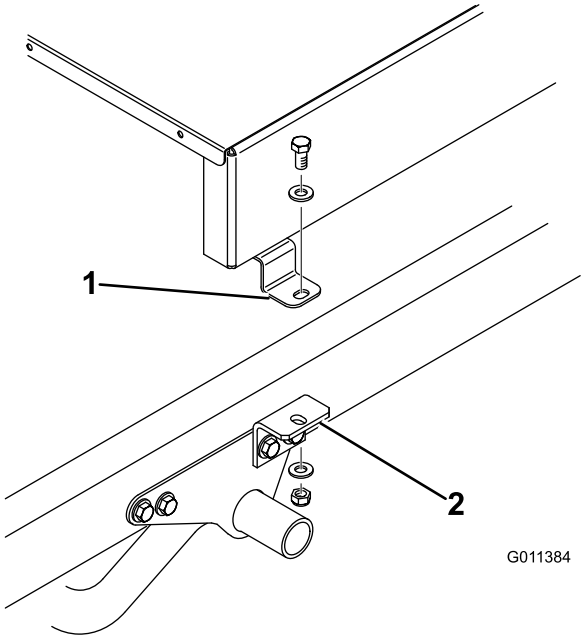
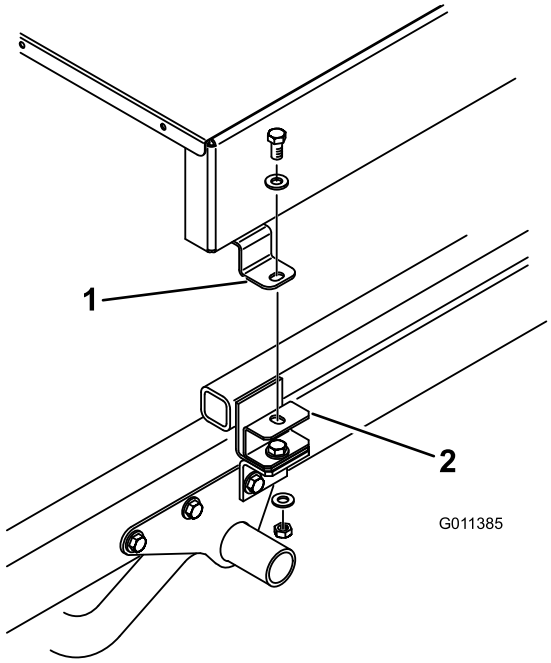

Figur 9
Figur 10
7. Fastgør den øverste del af hvert redskabsbeslag (Figur 9) eller afstandsklods (Figur 10) løst på monteringstappe på hver side af TopDresseren med en maskinskrue på 1/2 x 1 tomme, (2) flade spændeskiver og låsemøtrikker. Tilspænd alle fastgørelsesanordninger.